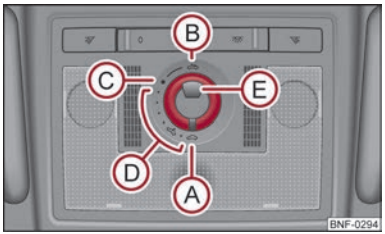

Fig. 19 Control dial for the panoramic sliding roof
The panoramic sliding roof can only be operated with the control dial ⇒Fig. 19 when the ignition is switched on. The control dial has several positions.
– Turn the switch to position Ⓒ ⇒ Fig. 19.
– Turn the switch to position Ⓐ ⇒ Fig. 19.